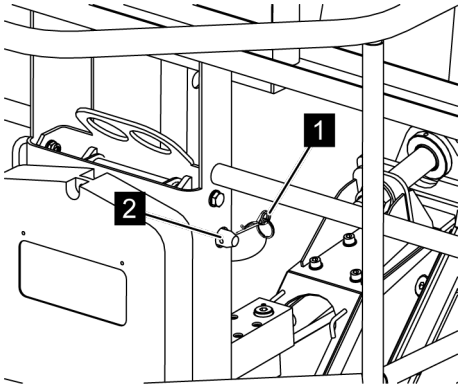

Fig. 72: Pulling out the spring cotter pin
4. *Pull the spring cotter pin (*Fig. 72*/1) out of the fastening bolts (*Fig. 72*/2).*